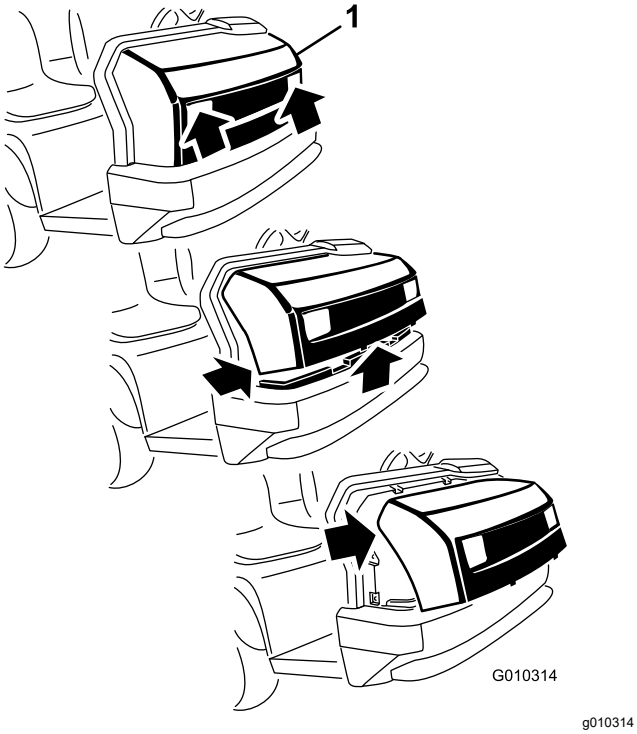

Figur 38
1. Mens du har fat i motorhjelmens forlygteåbninger, løfter du op i motorhjelmen for at frigøre de nederste monteringstapper fra stelrillerne (Figur 38).
2. Drej den nederste del af motorhjelmen opad indtil de øverste monteringstapper kan trækkes af rammeåbningerne (Figur 38).
3. Drej den øverste del af motorhjelmen fremad, og kobl ledningsstikkene fra forlygterne (Figur 38).